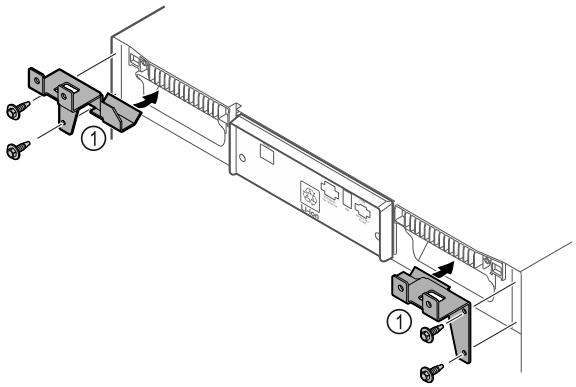

Fig. 52
▶ Montați părțile de susținere *Fig. 52 (1)* pe aparat cu șuruburile autofiletante.